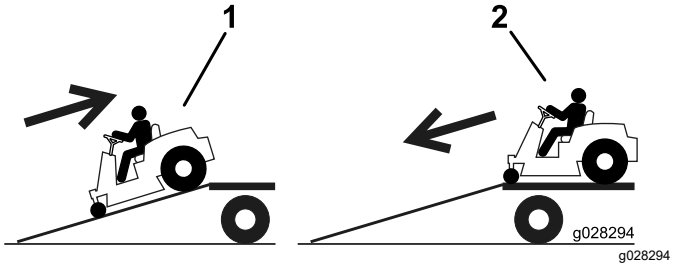

Figur 15
2. Kjør maskinen fremover og ned fra rampen (Figur 15).